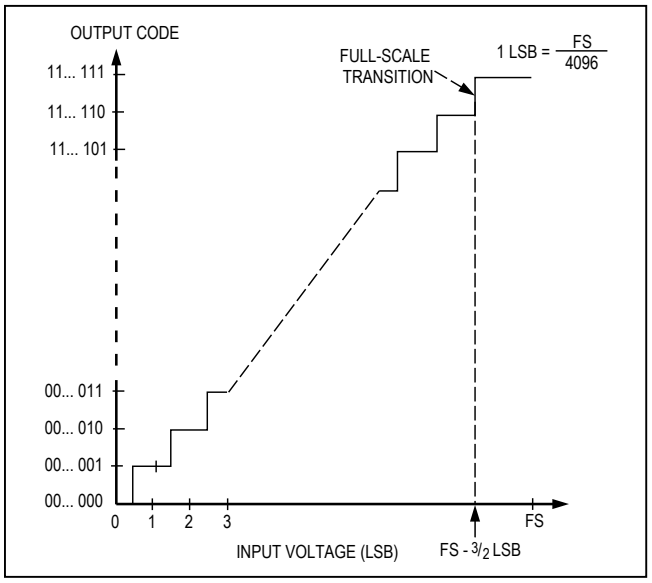

Figure 13a. Unipolar Transfer Function
Output data coding for the MAX127/MAX128 is binary in unipolar mode with 1 LSB = (FS/4096) and two's complement binary in bipolar mode with 1 LSB = [(2 x |FS|)/4096]. Code transitions occur halfway between successive-integer LSB values. Figures 13a and 13b show the input/output (I/O) transfer functions for unipolar and bipolar operations, respectively. For full-scale (FS) values, refer to Table 3.